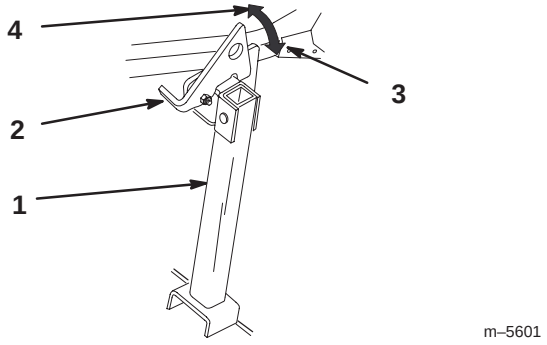

Figure 31
1. Raise latch to unlocked position (Fig. 31).